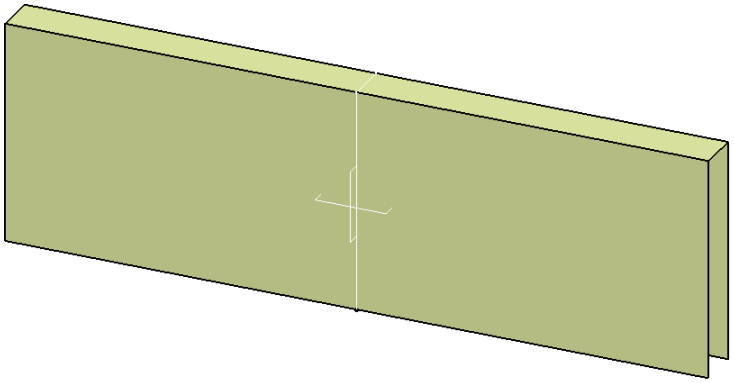

Figure 17-105 *Extruded base surface*
5. Choose the **OK** button from the **Extruded Surface Definition** dialog box. Figure 17-105 shows the resulting extruded base feature.